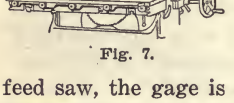

Fig. 7.
11. Ripping.—Lumber is generally ripped on a circular rip-saw. A planing mill usually uses a self-feed machine, while in a general wood working shop a plain rip saw or a universal saw bench is used for ripping. See Fig. 7. A power fed gang ripping saw is used for ripping heavy lumber in two or more places at the same time. For ripping on the self-feed saw, the gage is set at the desired distance from the saw, the feed rolls adjusted to suit the thickness of the lumber, and the board started through between the feed rolls above the table and the idler rolls in the table. Many ripping machines are equipped with a number of saws for narrow strip ripping.